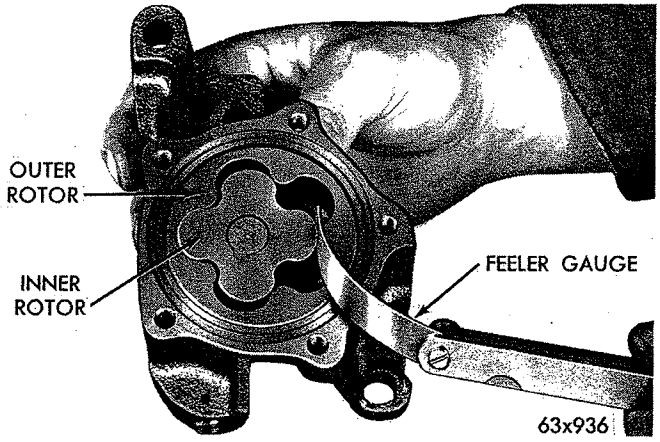

*Fig. 59—Measuring Clearance Between Rotors*
(8) Check clearance between inner rotor and outer rotor (Fig. 59). If measurement is more than .006 inch, install new rotor and outer rotor.